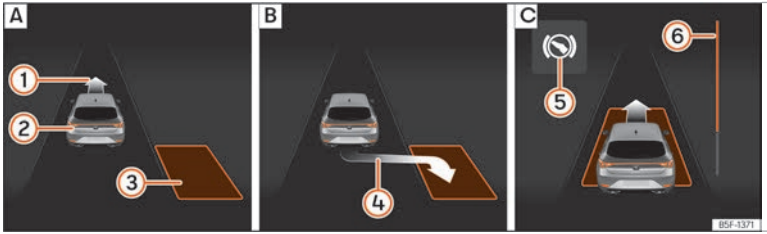
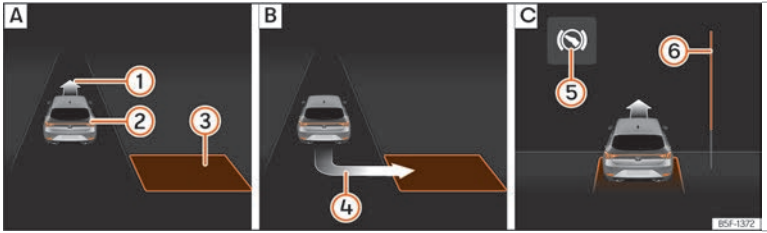

Fig. 199 En la pantalla del cuadro de instrumentos: aparcar en línea. A Buscar un hueco de aparcamiento. B Posición para aparcar. C Maniobrar.
Fig. 200 En la pantalla del cuadro de instrumentos: aparcar en batería. A Buscar un hueco de aparcamiento. B Posición para aparcar. C Maniobrar.
- Mire en la visualización de la pantalla del cuadro de instrumentos si se ha detectado el hueco como "apropiado" y si ha alcanzado la posición correcta para aparcar ››› fig. 199 B o ››› fig. 200 B. El hueco habrá sido considerado "apropiado" si en la pantalla del cuadro de instrumentos aparece la indicación de aparcar ④.
- Retroceda hasta que suene la señal continua del ParkPilot; **O BIEN:** retroceda hasta que en la pantalla del cuadro de instrumentos aparezca la indicación de dar marcha adelante ››› fig. 199 C o ››› fig. 200 C; **O BIEN:** retroceda hasta que en la pantalla del cuadro de instrumentos aparezca el mensaje **`Park Assist finalizado`**. La barra de progreso ⑥ indica la distancia que hay que recorrer ››› pág. 308.
- Dé marcha adelante hasta que suene la señal continua del ParkPilot; **O BIEN:** dé marcha adelante hasta que en la pantalla del cuadro de instrumentos aparezca la indicación de dar marcha atrás. El sistema de aparcamiento asistido dirige el vehículo marcha adelante y marcha atrás hasta centrarlo en el hueco ››› fig. 199 C o ››› fig. 200 C.
La barra de progreso ››› fig. 199 ⑥ y ››› fig. 200 ⑥ muestra simbólicamente en la pantalla del cuadro de instrumentos la distancia relativa que aún queda por recorrer. Cuanto mayor es la distancia, más llena está la barra de progreso. Al circular marcha adelante, el contenido de la barra de progreso disminuye hacia arriba, y al circular marcha atrás, disminuye hacia abajo.